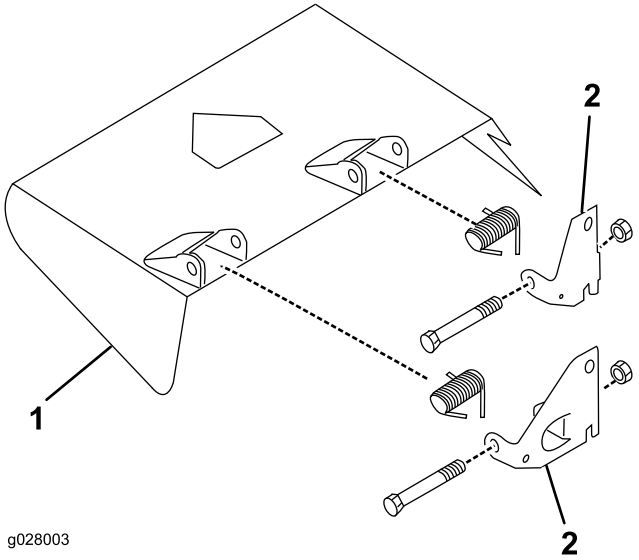

図 6
3. 先ほど取り外したキャップスクリュ、ロックナット、スプリングを使用して、新しいピボットブラケットをデフレクタマウントに取り付ける 図 6。